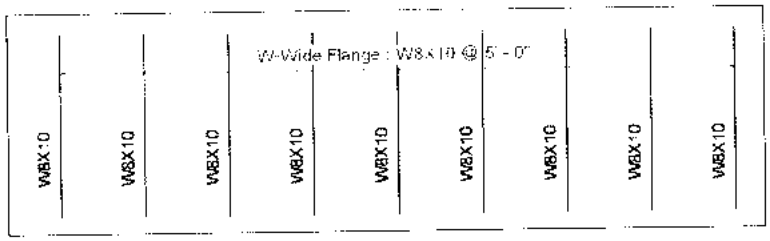

Рис. 42.28. *Маркированная балочная система*
3. Установить курсор на виде над балочной системой. При ее подсвечивании щелкнуть для размещения марки. Марки размещаются перпендикулярно к балочной системе (рис. 42.28).